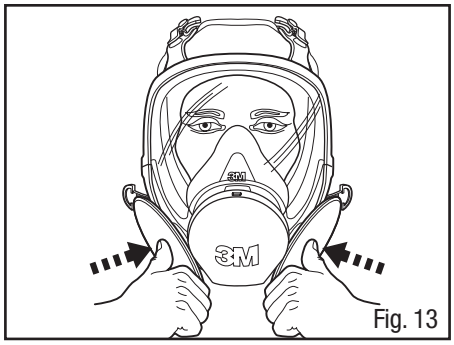

Fig. 13
1. Placer les pouces au centre des filtres, réduisant ainsi le débit d'air dans les filtres, et inhaler doucement. Si le masque s'affaisse légèrement, qu'il se resserre sur le visage et que l'on ne détecte aucune fuite d'air entre le visage et le masque, l'ajustement est bon (Fig. 13).